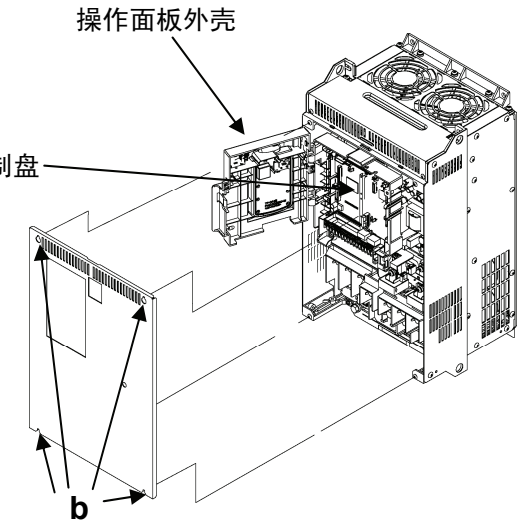

图 6.1.2 前侧盖板的拆卸方法 (FRN30VG1S-2J/4J)
(1) 如图 6.1.2 所示，拆下 b 部位表面盖板的安装螺栓（个数因功率的不同而异），并拆下表面盖板。
(2) 请拆下操作面板外壳。